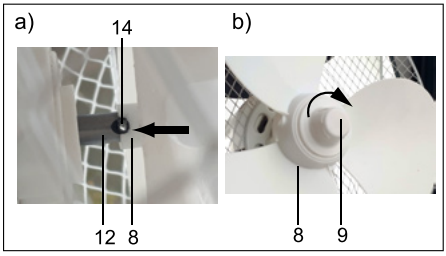

Fig.38: Montaggio rotore
4. Inserire la griglia di protezione posteriore (4) sull'asse (12) e sui perni di centraggio (13) del blocco motore. Vedere Fig. 38 a).
5. Inserire il dado esagonale (5) sull'asse davanti alla griglia di protezione posteriore e serrare in senso orario. Vedere Fig. 38 b).